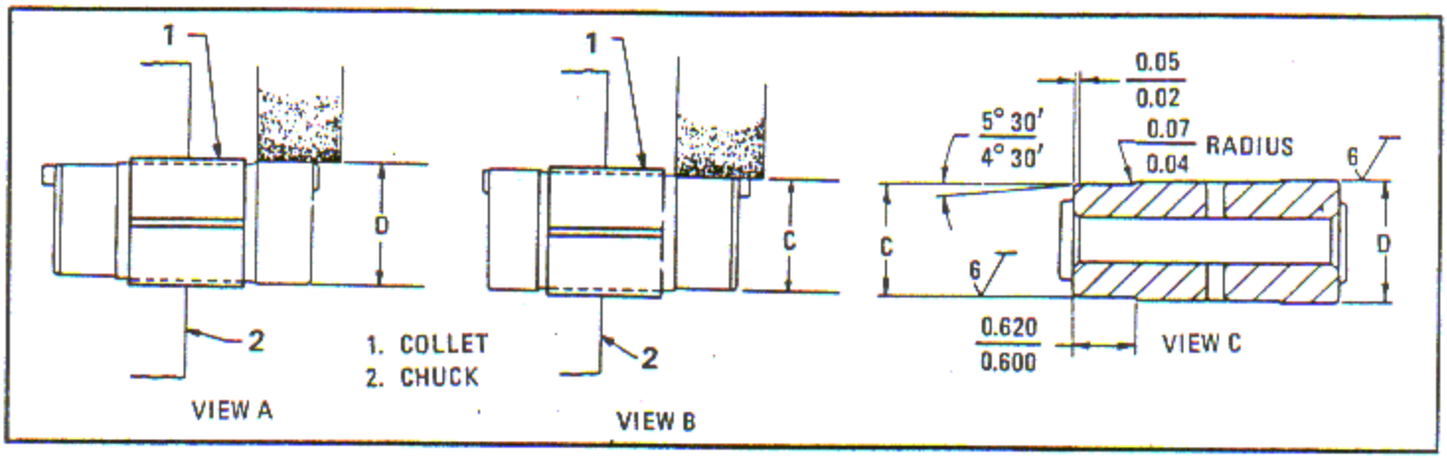

Figure 6-110. Regrind Oversize Knuckle Pins
b. Insert knuckle pin in collet (1, figure 6-110) and install in a four jaw chuck (2) on a 12 inch universal grinder. See view B. Indicate the small end (C) of the pin to run true within 0.0005 inch full indicator reading.
e. Grind and polish the small end of the pin to the applicable diameter (C) and to the length shown in view C. Grind the 0.020 - 0.050 inch x 4 degrees, 30 minutes to 5 degrees, 30 minutes chamfer shown. Break sharp edges 0.010 - 0.030 approximate radius. Polish with crocus cloth, Federal Specification P-C-458.
f. Reverse the knuckle pin and collet in the grinder chuck, as shown in view A. Indicate the large end (D) of the pin to run true within 0.0005 inch full indicator reading. Using the same procedure as outlined in step e, grind and polish to the applicable diameter (D).